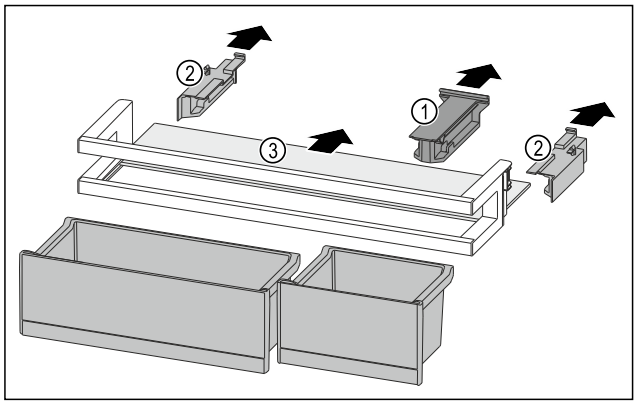

Fig. 213
▶ 拉出定位件 *Fig. 213 (1)*。
▶ 拉出侧面部分 *Fig. 213 (2)*。
▶ 取出搁板 *Fig. 213 (3)*。